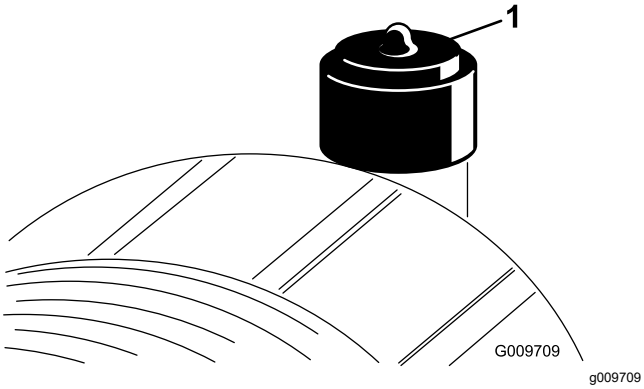

Figura 55
Revise el elemento del limpiador de aire únicamente cuando el indicador de restricción (Figura 55) lo requiera. El cambiar el elemento del limpiador de aire antes de que sea necesario aumenta la posibilidad de que entre suciedad en el motor al retirar el elemento.
2. Reinicie el indicador de restricción (Figura 55) si se ve rojo.